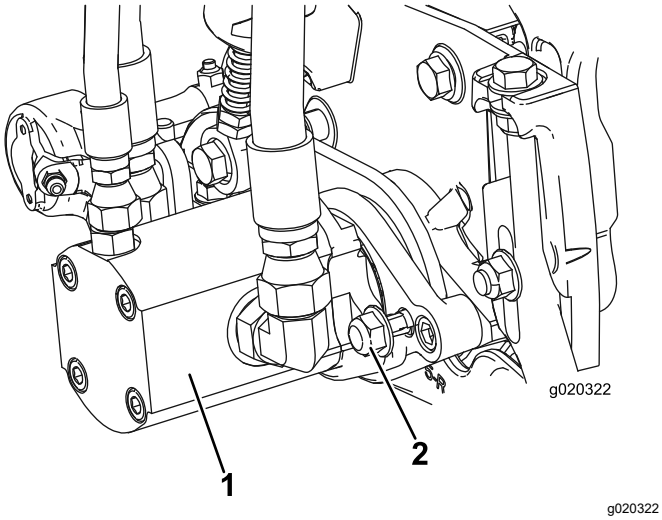

Figuur 13
3. Plaats de motor door deze rechtsom te draaien zodat de borgmoeren niet in de weg zitten van de flenzen van de motor (Figuur 13).